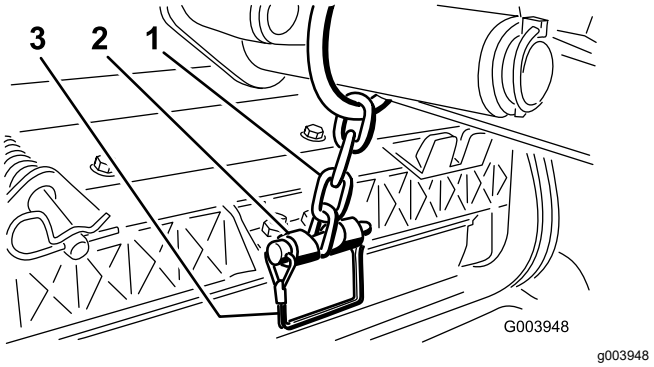

Figur 10
13. Fastgør løftearmskæden til kædebeslaget med låsestiften (Figur 10).